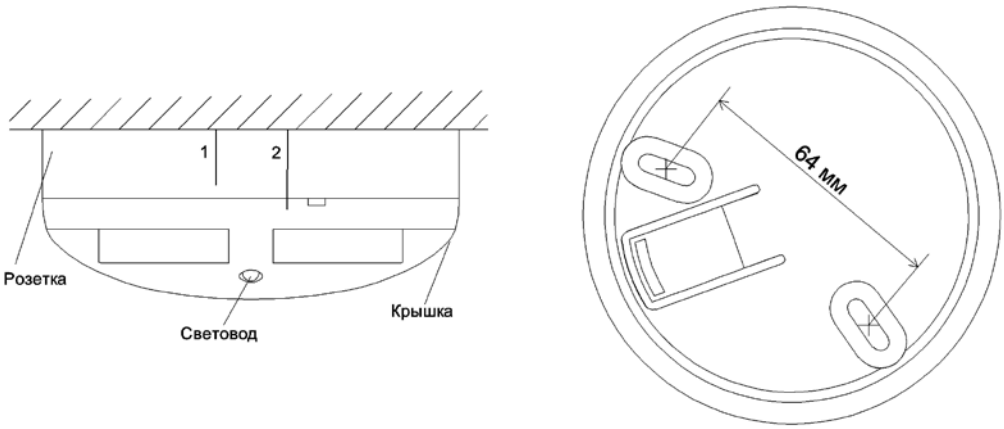

Рисунок 11.6
- При установке извещателя в розетку необходимо совместить риску на корпусе извещателя с «короткой риской 1» на розетке и повернуть его по часовой стрелке до совмещения с «длинной риской 2» (см. Рисунок 11.6).